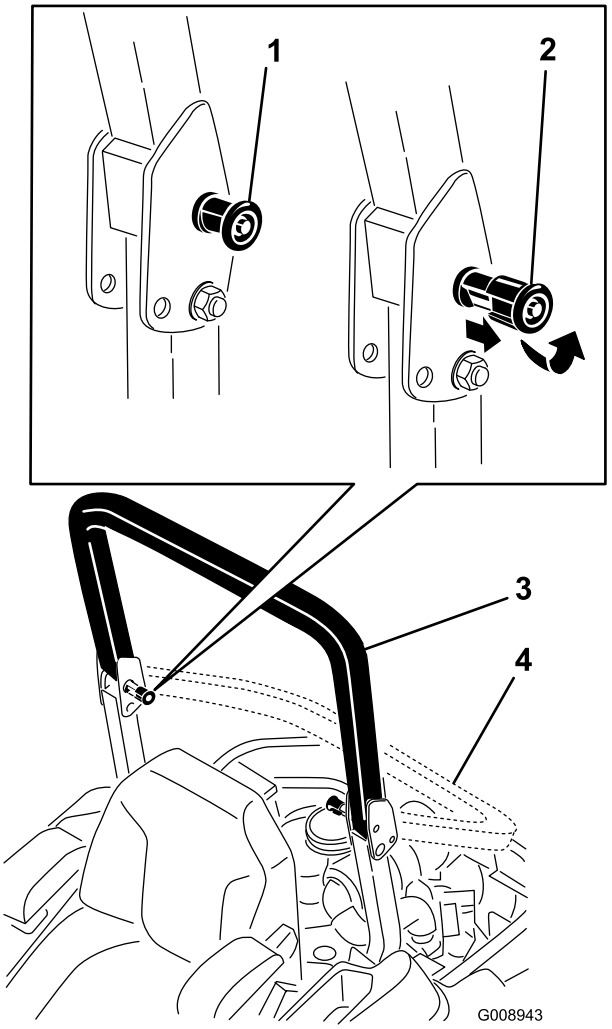

**Figure 8**
2. Tirez sur les deux boutons et tournez-les à 90° pour les désengager (Figure 8).
3. Descendez l'arceau de sécurité à la position abaissée (Figure 8).
4. Pour relever l'arceau de sécurité à la position d'utilisation, tournez les boutons de sorte à les déplacer partiellement dans les rainures (Figure 8).
5. Redressez l'arceau de sécurité en position relevée tout en poussant dessus ; les goupilles s'engagent en position quand les trous sont en face (Figure 8). Appuyez sur l'arceau de sécurité et vérifiez que les deux goupilles sont engagées.